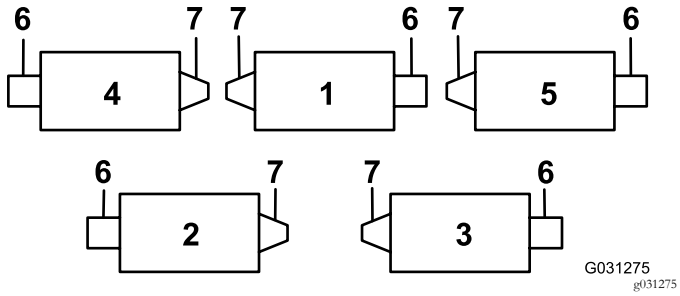
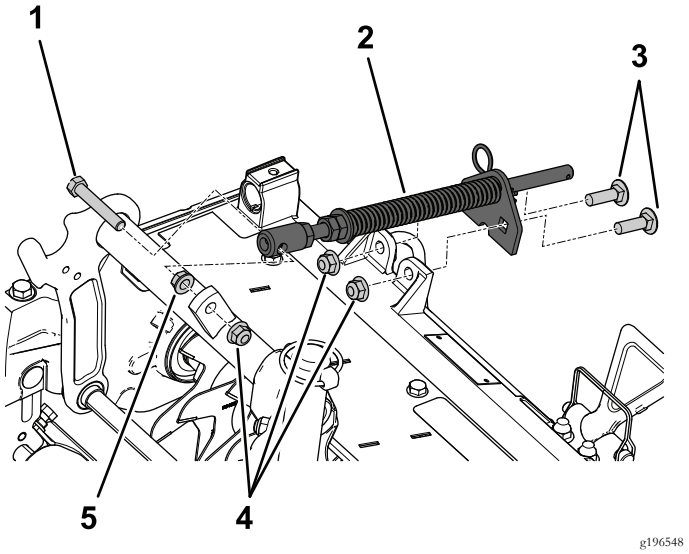

图5
图8
黄油嘴必须安装在切根刀的滚刀马达一侧。 使用下图确定各滚刀马达的位置 图5。
3. 对于切根刀 2 和切根刀 4 的位置图5请将尾端配重块移至滚刀组的对侧。
将草坪补偿弹簧组件安装在滚刀马达的同一侧图5 和图8。